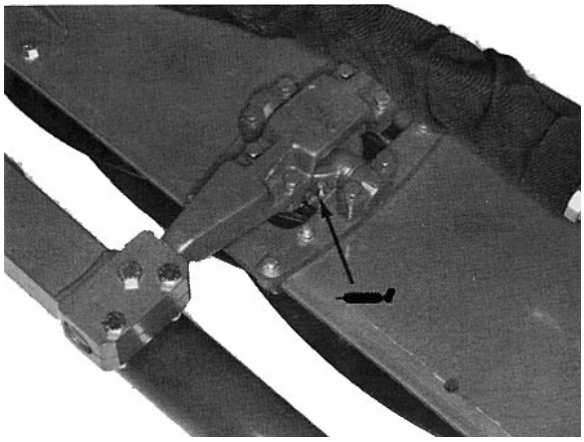

Afbeelding 25
N.B.: Verwijder de kunststof beschermkapjes die over de smeernippels zitten van de scharnierpunten van de vrij bewegende of vaste koppen en vervang deze na het smeren (Afb. 25).